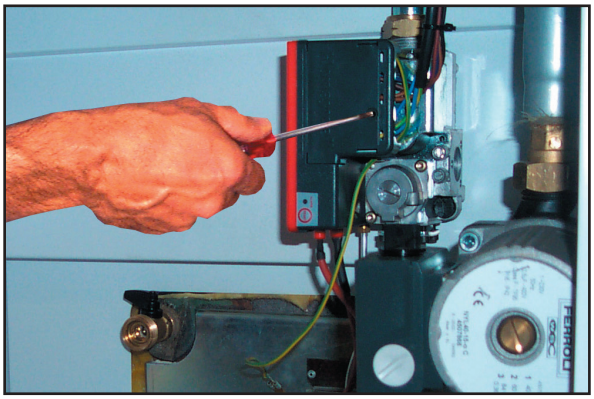

Abb. 8
- Die elektronische Steuerungs- und Regelungseinheit des Gasventils abnehmen (Abb. 8).